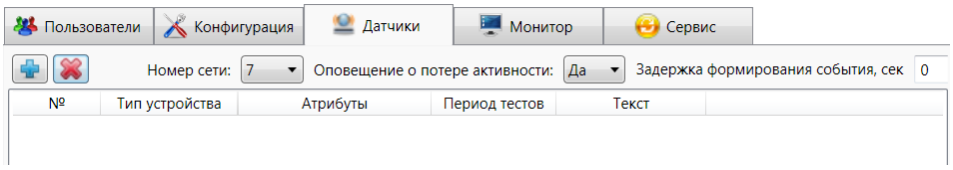

Рис. 4.1. Вкладка *Датчики*
4. Перейдите на вкладку *Датчики* в программе *Конфигуратор Приват*, см. рис. 4.1.